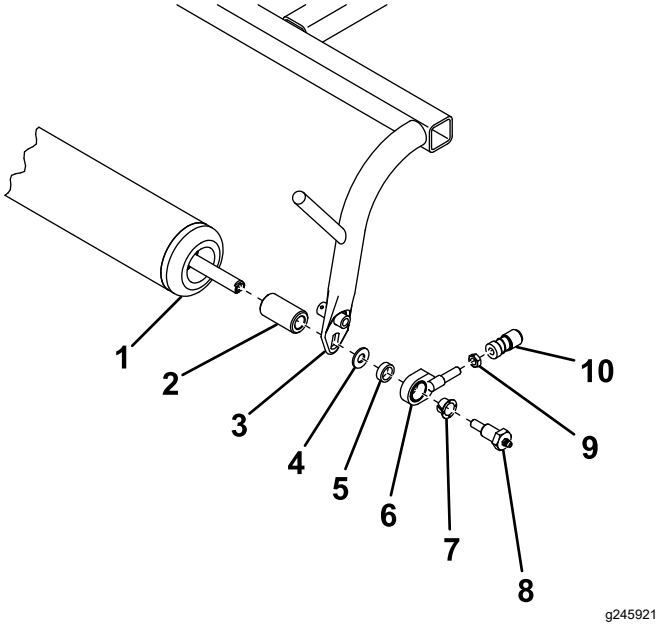

Figure 4
6. Insérez une entretoise de bâti à chaque bout du rouleau (Figure 4).
7. Fixez le touleau au bâti de traction, comme montré à la Figure 4.
8. Vissez un écrou de blocage et la douille de rotule retirée précédemment sur le tirant (Figure 4). Ne serrez pas l'écrou de blocage à ce stade.